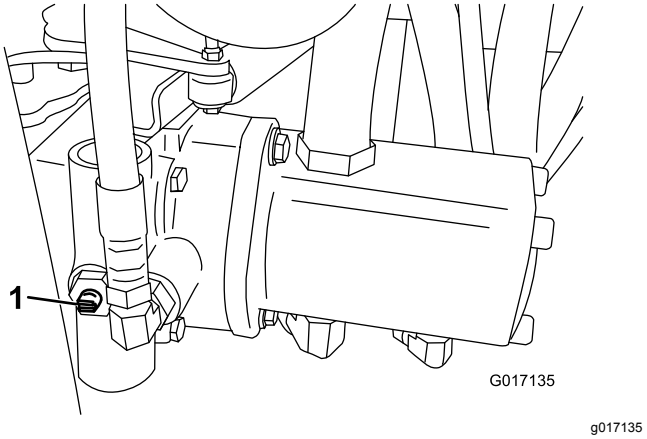

Figur 31
1. Finn omløpsventilen på pumpen, og vri den slik at åpningen står vertikalt (Figur 31).
står horisontalt (Figur 31). Ikke start motoren når ventilen er åpen.